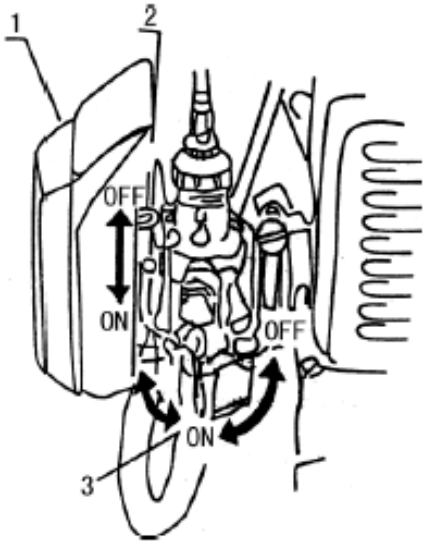

Fig.9
1) Turn on the fuel switch, see Fig.9.